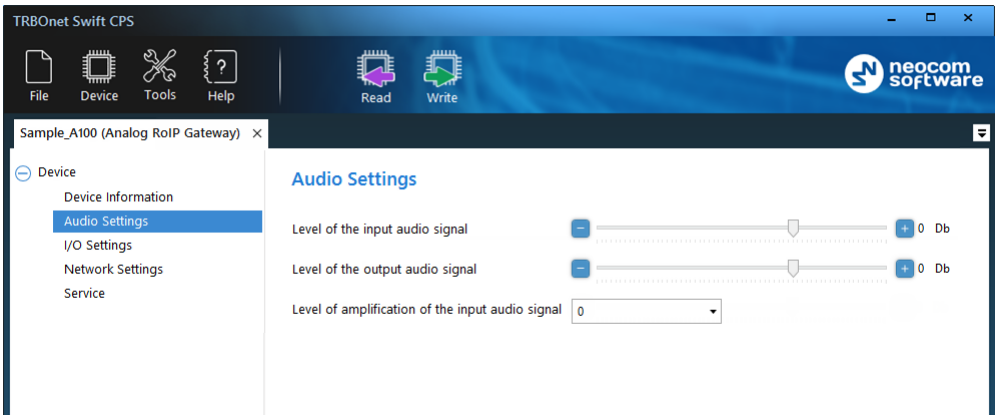

Figure 15: Configuring the audio signal
6. Click **Audio Settings** in the left panel. In the right panel (Figure 15), do the following: